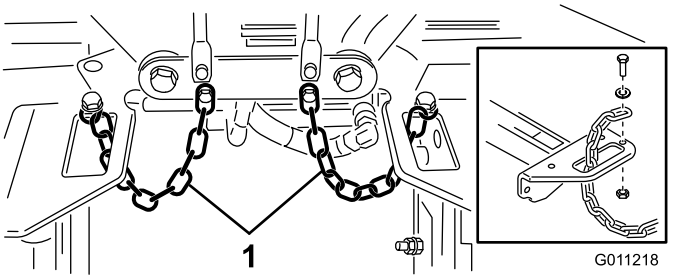

Figura 22
4. Pase una cadena de volteo por la ranura situada en el extremo de cada bastidor de tiro. Sujete la cadena de volteo a la parte superior del bastidor de tiro con un perno, una arandela, y una contratuerca (Figura 22).